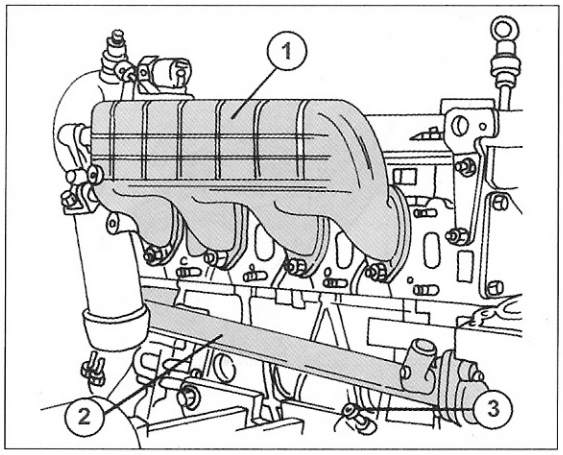

Bild 44
- Unter Bezug auf Bild 44 in der angegebenen Reihenfolge das Ansaugsammelrohr (1), das Rohr (2) und den Öldruckschalter (3) ausbauen.